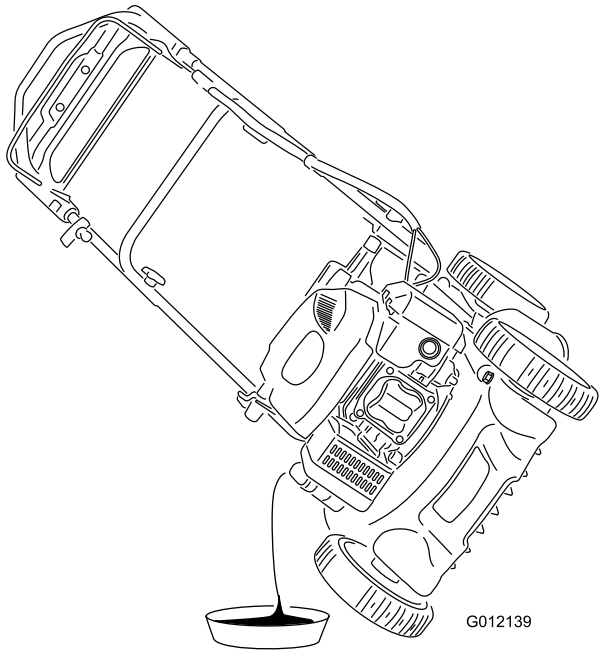

Bild 20
4. Kippen Sie die Maschine so auf die Seite, dass der Peilstab nach unten zeigt, und lassen Sie das Altöl über den Öleinfüllstutzen in die Auffangwanne ab (Bild 20).